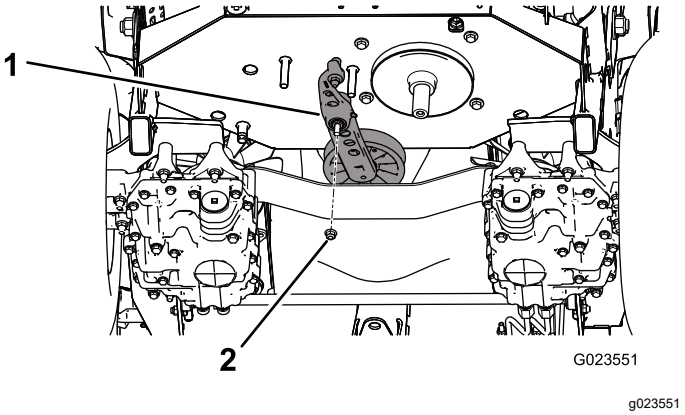

Rysunek 57
5. Odkręć nakrętkę mocującą zespół napinacza do ramy (Rysunek 57).